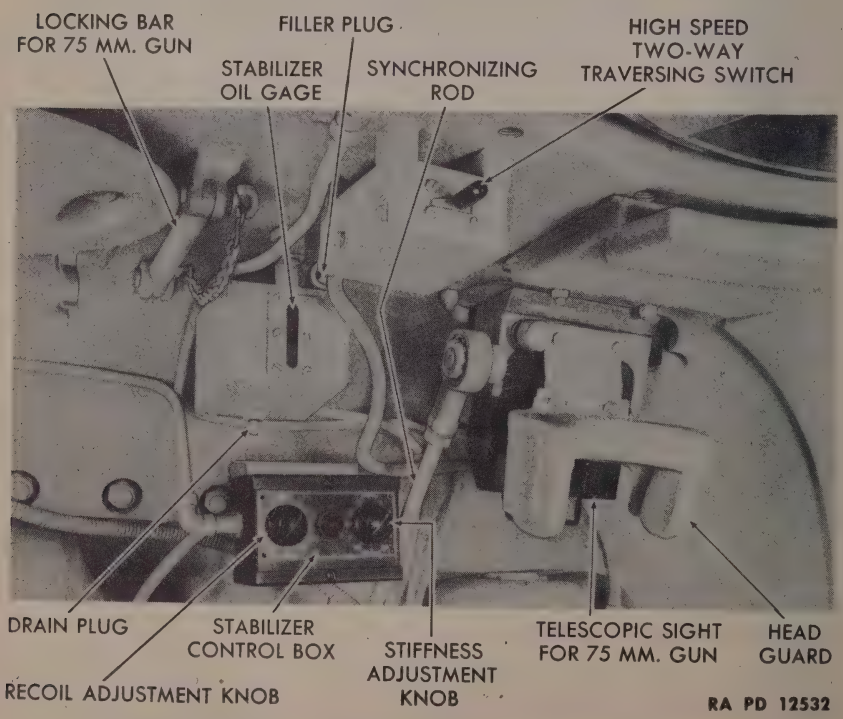

Figure 32—Upper Controls at Gunner's Station
(5) When turret traversing mechanism is not in use, lock the control handle in the upright position and turn off electric motor switch at junction box.
(6) To rotate turret manually, move shift lever on gear box downward to the manual operating position, grasp the manual traversing mechanism firmly with left hand, squeezing the brake release grip lever against the handle, and turn the handle in the direction in which the turret is to be moved.
17. OPERATION OF THE STABILIZER UNIT (figs. 32 and 33).
(3) When the tank is moving and oscillating or pitching normally and the stabilizer is operating normally, it will keep the gun very near its aimed angular position within its free range of angular movement, which is determined by its mounting in the tank. Therefore, after the gun is aimed, the stabilizer must be allowed to control the aimed position of the gun. The gunner turns the handwheel only when necessary to re-aim the gun when the target moves, the tank changes direction, or the elevation of the tank (other than that caused by normal pitching) changes. CAUTION: The handwheel should not be turned after the gun has reached its maximum limits of travel in the elevated or depressed plane. Continued turning of the handwheel with the gun against either stop will only displace the gyro control from its vertical position and cause an excessive overload on the oil pump and tank battery.
b. Starting the Equipment (fig. 32).
(1) Be sure the oil reservoir shows at least two-thirds full of OIL, hydraulic (Gov't Spec. 2-79-A).
(2) Set the stiffness rheostat at zero.
(5) Start the oil pump by turning the turret switch to the "ON" position.
(6) Start the gyro control motor by throwing toggle switch on top of turret switch box to the "ON" (left) position. Allow at least 1 minute for the gyro control to warm up.
(7) IMPORTANT: In cold weather the oil should be permitted to warm up to obtain the best performance. In sub-zero weather allow ½ minute running time for each degree of temperature below 0 F, for example, a total running time of 10 minutes to 20 degrees below zero.
c. Adjusting the Stiffness Rheostat. The stiffness rheostat, located in the control box (fig. 32), regulates the effectiveness or sensitivity of the stabilizer. Turn the control knob of the stiffness rheostat slowly to the right or clockwise. A vigorous vibration of the gun indicates too stiff an adjustment. Failure of the gun to remain in its aimed or set position indicates insufficient stiffness. If the gun starts to vibrate as the stiffness rheostat knob is adjusted, turn the knob in the opposite direction until the vibration is eliminated. It may be necessary for the operator to change the stiffness adjustment from time to time as operating conditions vary.
(1) The recoil rheostat, located in the control box (fig. 32), provides an adjustment for maintaining the position of the gun during recoil. This adjustment must be made by trial and error while the gun is being fired.
(2) Set the recoil rheostat knob on No. 5 position.
(3) If the breech of the gun drops during recoil, turn the knob to the right or clockwise.
(4) If the breech rises, turn the knob to the left.
(5) If faulty operation is obtained from the stabilizer during recoil at all positions of the knob, check for looseness in the mounting and for correct adjustment of recoil switch.